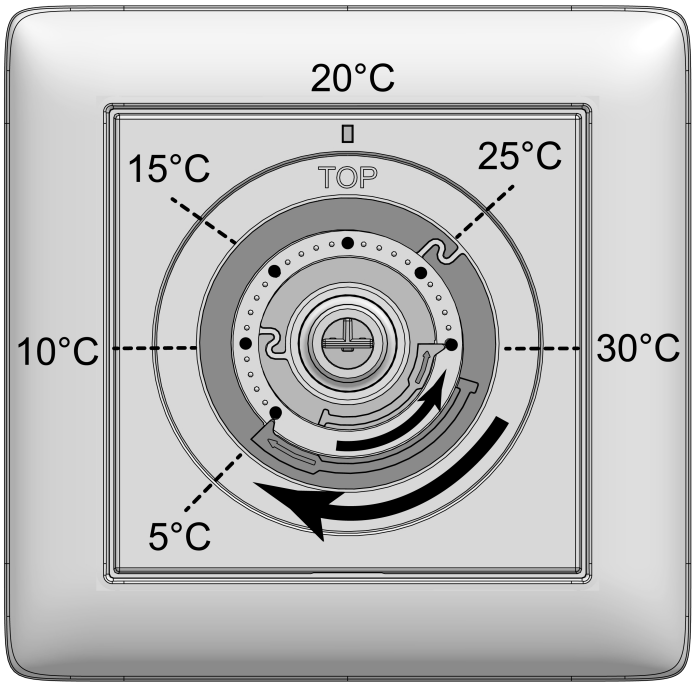

Bild 3: Inställningsringar för temperaturbegränsning
- Dra av manöverknappen (5) från centralplattan (4) så att inställningsringarna (7) syns (se bild 3). Temperaturvärdena på bilden visas i illustrationssyfte.